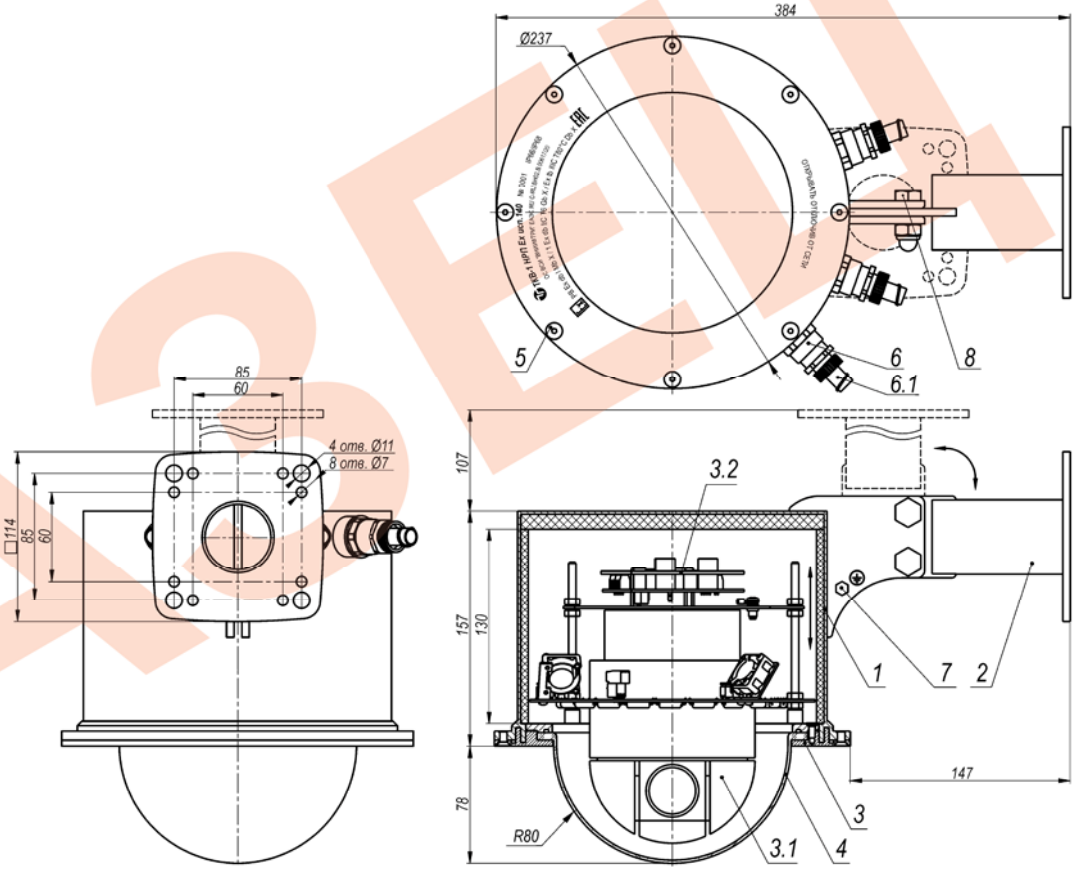

Рис.1 Габаритные и установочные размеры изделия
1. Закрепить кронштейн (поз.2 рис.1) на стене или потолке с помощью 4 шурупов или анкерных болтов диаметром не менее 8 мм и не более 10 мм, или на столбовом кронштейне (поставляется отдельно) с помощью 4 болтов М6.
2. Установить видеокамеру (поз.1 рис.1) на кронштейн и закрепить её двумя комплектами болта с гайкой крепления видеокамеры на кронштейн (поз.8 рис.1).
3. Подсоединить провод заземления к болту заземления видеокамеру (поз.7 рис.1).
4. Отвернуть 8 винтов (поз.5 рис.1) крепящих крышку и извлечь модуль (поз.3 рис.1) из видеокамеры (поз.1 рис.1).
7. Присоединить металлорукав к хвостовику контргайки гермоввода (поз.6.1 рис.1).
В состав изделия входят (см. рис.1):